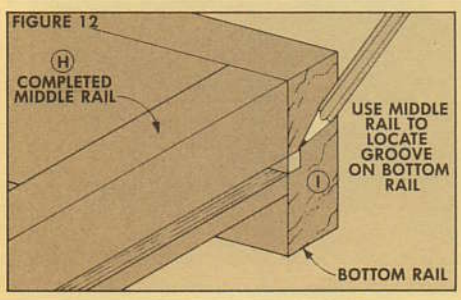

FIGURE 12
**BOTTOM WEB FRAME.** On the bottom web frame, the extra-wide rails (I) also serve as a kickboard for the cabinet. The groove in these rails is a little bit tricky to cut.
To locate the position of the groove, I used a rail from one of the middle frames as a guide, see Fig. 12. Line up the top edges of both pieces, and mark the location of the groove on the bottom rail (I). Then cut the groove using the mark as a guide.